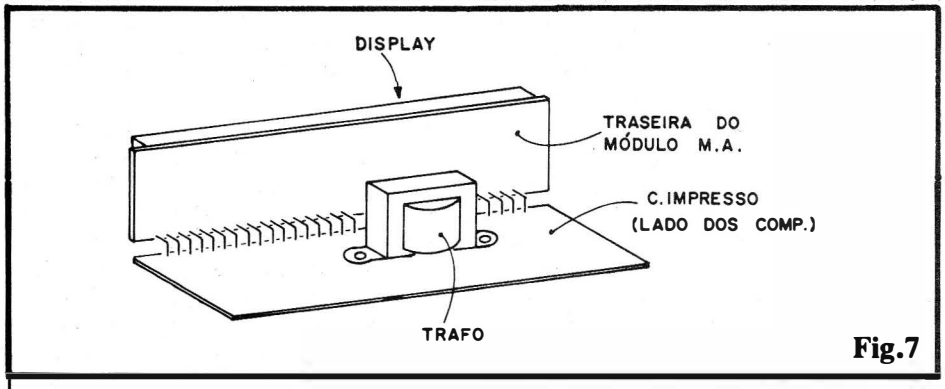

Fig.7
- **FIG. 7** - DETALHAMENTO MECÂNICO DO CONJUNTO COMPLETO - Depois de tudo interligado (ainda antes, contudo, da inserção na caixa...), o aspecto geral do conjunto ficará "nos conformes" da ilustração. Notar que o transformador, incorporado à placa de "apoio", dará estabilidade ao arranjo, "baixando" seu centro de gravidade o suficiente para que o conjunto facilmente repouse na sua posição natural de utilização e visualização...